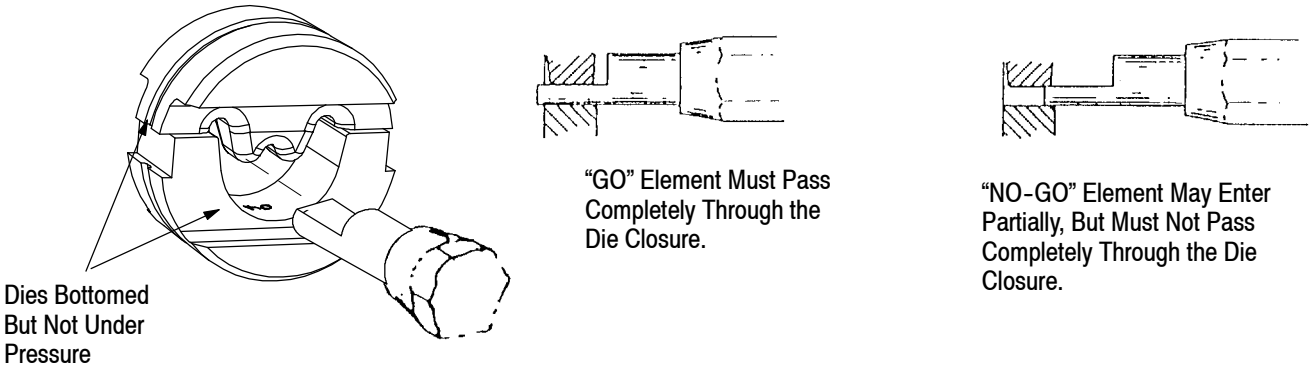

*Figure 8*
**B. Gaging the Crimping Chamber** (Figures 8 and 9)